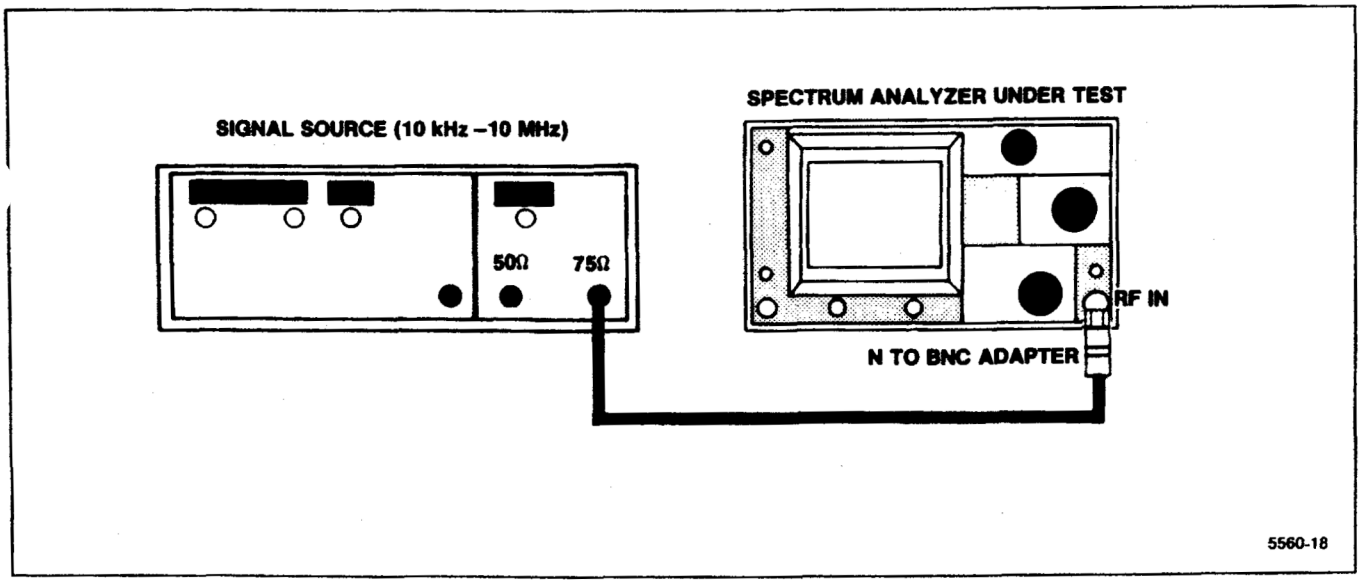

Figure 4-12. Test equipment setup for measuring 10 kHz to 10 MHz frequency response.
(1) Reconnect the test equipment as shown in Figure 4-12. Reset CENTER FREQUENCY to 10 MHz.
(2) Set the generator output for −20 dBm at 10 MHz, and set the Spectrum Analyzer controls as follows: